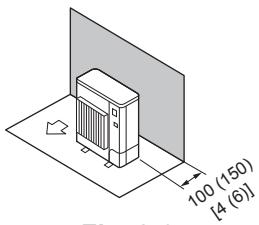

Fig. 2-6
① Obstáculos sólo en la parte trasera (Fig. 2-6)